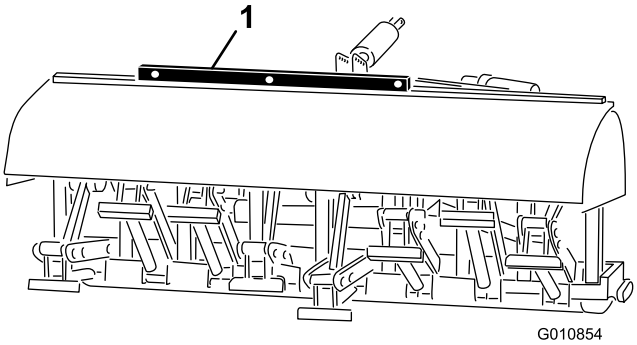

Figur 25
2. Plasser et vaterpass øverst på luftemaskinrammen, for å kontrollere om den står riktig på tvers (Figur 25).